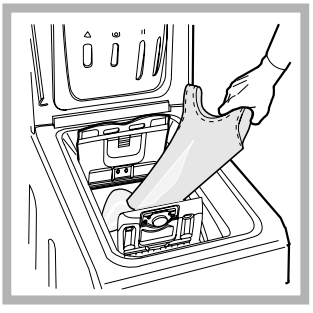

рис. 3
C) ЗАГРУЗКА СТИРАЛЬНОЙ МАШИНЫ (рис. 3).